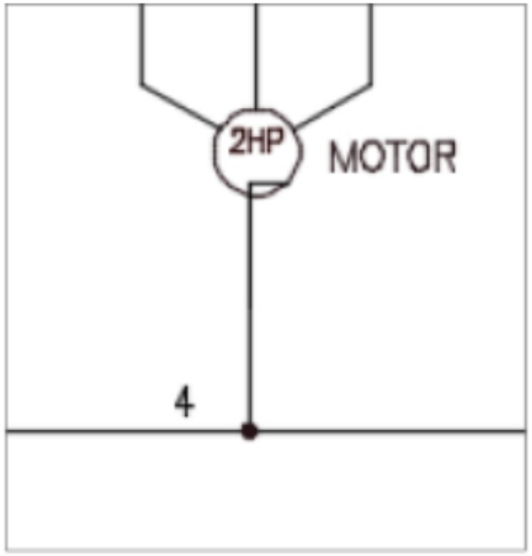

Figure-77. Wire connected to motor
- Connect the **2 HP Motor** to the ground wire using the **Wire** tool; refer to Figure-77.